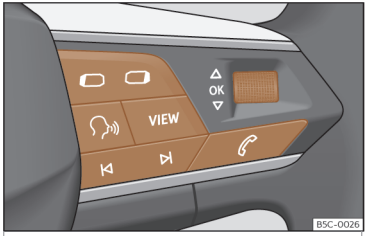

Fig. 60 Lado derecho del volante multifunción: teclas para utilizar los menús y las indicaciones informativas del cuadro de instrumentos (según versiones).
Mientras haya una advertencia con prioridad 1››› pág. 77, no se podrá acceder a ningún menú. Algunas advertencias se pueden confirmar y ocultar con la tecla OK del volante multifunción››› fig. 60.
- Si se muestra un mensaje o el pictograma de un vehículo, pulse la tecla OK››› fig. 60; si es necesario, varias veces.
- Para cambiar de menús use las teclas ▭ o ▭››› fig. 60.
• Para abrir el menú o la indicación informativa que se muestre, pulse la tecla OK ››› fig. 60 o espere algunos segundos hasta que el menú o la indicación informativa se abra automáticamente.
• En el menú visualizado, gire la ruedecilla derecha del volante multifunción››› fig. 60 hasta que se marque la opción de menú deseada. La opción aparece enmarcada.
• Pulse la tecla OK››› fig. 60 para realizar las modificaciones deseadas. Una marca indica que la función o el sistema en cuestión están activados.
Pulse la tecla ▭ o ▭››› fig. 60 .